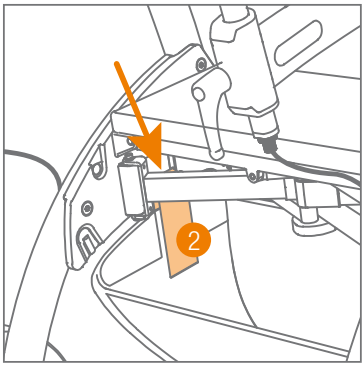

Abbildung 4: Die Klettbänder anbringen.
d. Führen Sie einen der breiten Gurte durch die Aussparung in der Kunststoff-Seitenplatte, von außen nach innen. Befestigen Sie die Schlaufe mit dem Klettband an der Innenseite der Tasche. Gehen Sie auf der anderen Seite genauso vor **(Abbildung 4)**.